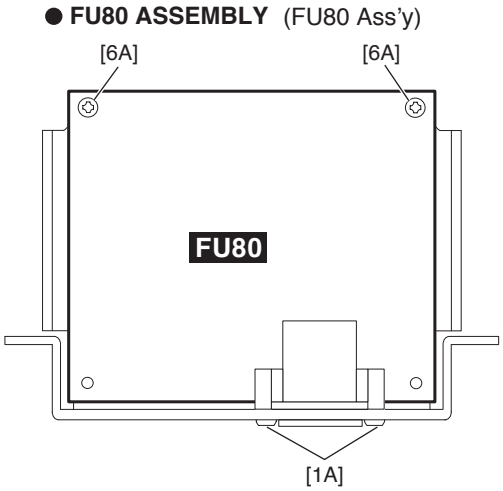

Fig.5（図 5）
6-4 Remove the two (2) screws marked [1A] and the two (2) screws marked [6A]. The FU80 circuit board can then be removed. (Fig.5)
6-4 [1A] のネジ 2 本と [6A] のネジ 2 本を外して、FU80 シートを外します。(図 5)